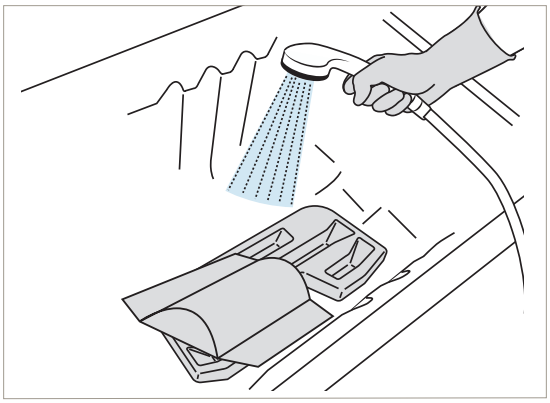

Afbeelding 59
6. Spoel de accessoires op de bodem van de Classic Line 2 badkuip af met water om zichtbare resten te verwijderen. Keer de accessoires om en spoel opnieuw. Zie Afbeelding 59.